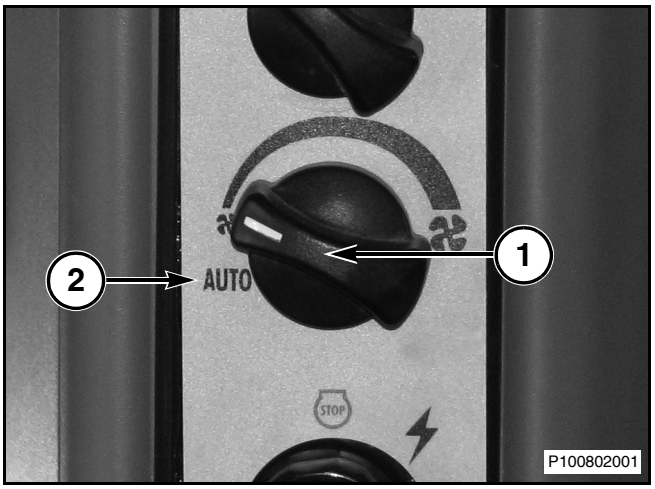

Рис. 43
Рис. 43: Вентилятор работает, когда пусковой переключатель двигателя находится в рабочем положении. Когда ручка управления скоростью вентилятора (1) находится в автоматическом положении (2), то система работает в режиме автоматического управления температурой. Этот режим предусматривает также автоматическую регулировку скорости вращения вентилятора. При проворачивании поворотного переключателя по часовой стрелке из автоматического положения, оператор может вручную регулировать скорость вентилятора.